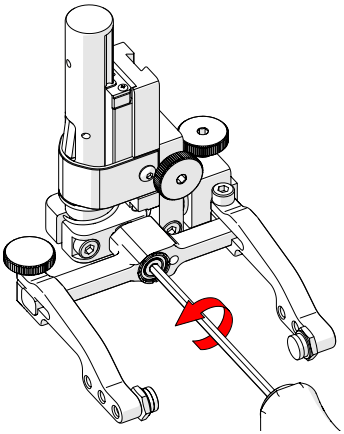

Fig. 130 - Unscrew yoke pivot screw
2. Using the supplied 3 mm hex driver *(Fig. 37)*, unscrew the yoke pivot screw and remove yoke *(Fig. 130)*.